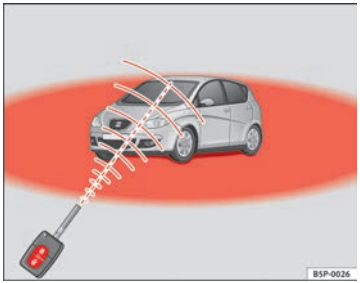

Fig. 65 Range of the remote control
- The remote control functions only when you are in range ⇒ fig. 65 (red area).
- If the vehicle is unlocked using the 🔓 (1) button, it will lock again automatically if any of the doors or the tailgate are not opened within 30 seconds after unlocking it. This function prevents the vehicle from remaining unlocked if the unlock button is pressed by mistake.